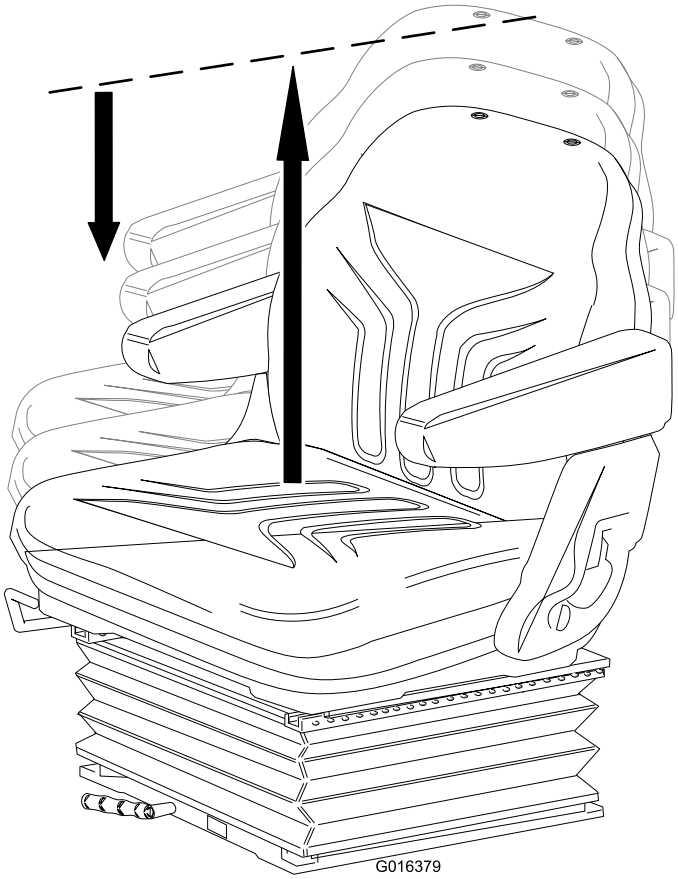

Figur 13
- **Højdejustering:** Løft sædet manuelt for trinvis justering af højden. Løft sædet over dets højeste indstilling, og lad det derefter falde til den laveste indstilling for at sænke sædet (Figur 13).